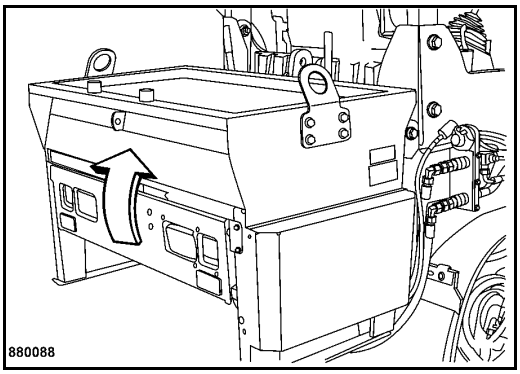

Fig. 96
- Fold up the flap (Fig. 96) .